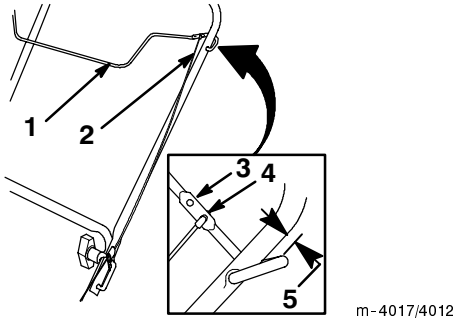

**Figur 12**
1. För in styrkabelns övre ände i styrstångens nedre hål (se infällningen i figur 12).
3. Se till att ett gap på mellan 1,6 och 3,2 mm förekommer mellan styrstången och handtaget (se infällningen i figur 12). Se *Justering av styrkabeln*, sidan 16 för justering av gapet.